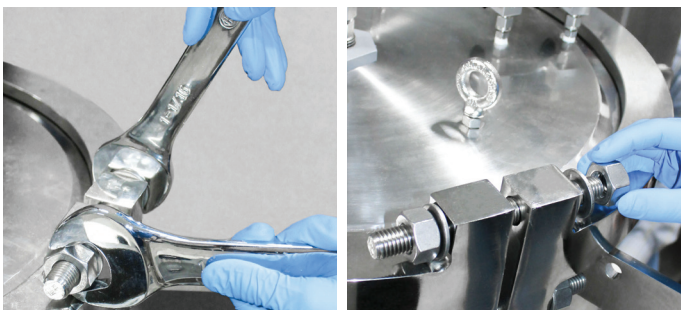

Figure 23. Removing the top head clamp.
5. Remove the top head clamp by loosening the nuts on the sides of each threaded stud using a pair of appropriate wrenches (see Figure 23) or one wrench and a deep-socket and ratchet. Slide the nuts and washers off and remove the studs.